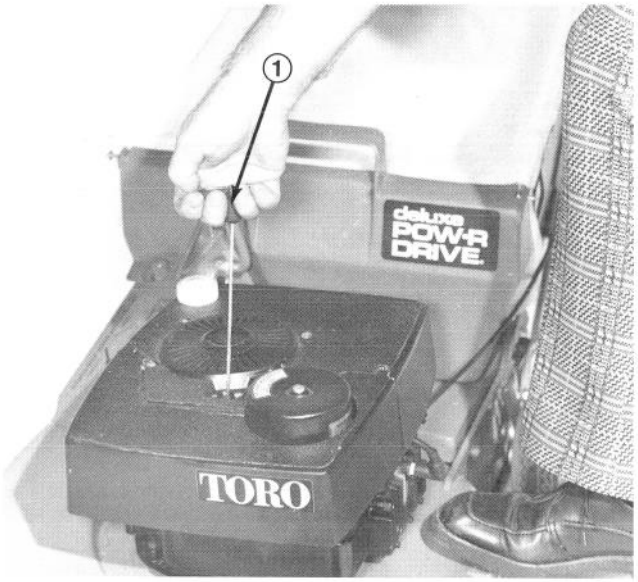

Afbeelding 9
1. Zet aandrijvingsbediening op DISENGAGE en de snelheidskeuzeknop op NEUTRAL (N) en het gasmanet op FAST.
2. Plaats voet op de trede aan de linkerkant van de maaihuizing. Trek de "Vingertop" starter omhoog totdat positieve inschakeling is verkregen (Afb. 9); trek dan krachtig omhoog om de motor te starten.